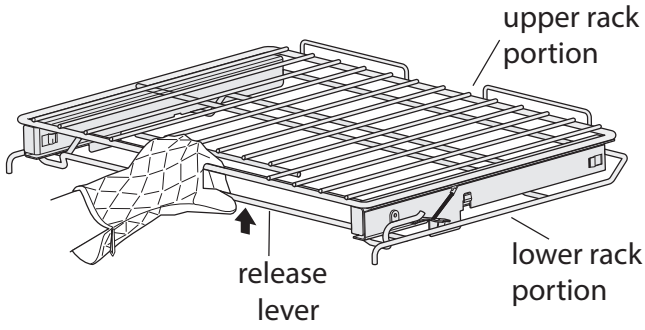

**Figure 6: Luxury-Glide™ extendable oven rack**
- To remove - Using one hand, reach through handle opening and lift up on the release lever located across the lower front of the rack as shown in Figure 6.